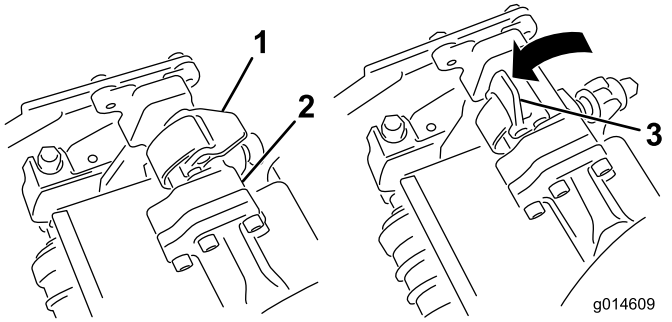
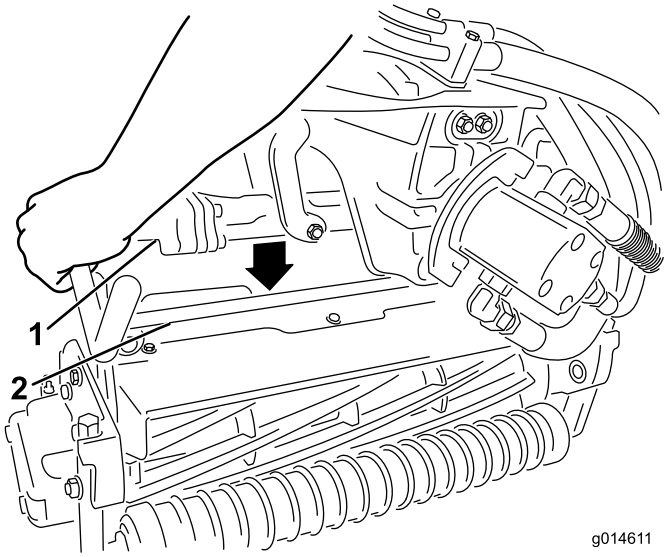

Figur 12
Figur 13
5. Åpne låsene på hjulopphengsarmbøylen slik at de peker opp (dvs. at de er åpne)(Figur 12, og trykk hjulopphengsarmen ned så bøylen ligger over klippeenheten (Figur 13).
6. Skyv låsene ned og rundt klippeenhetsbøylen og lås dem slik at de sitter på plass(Figur 12).